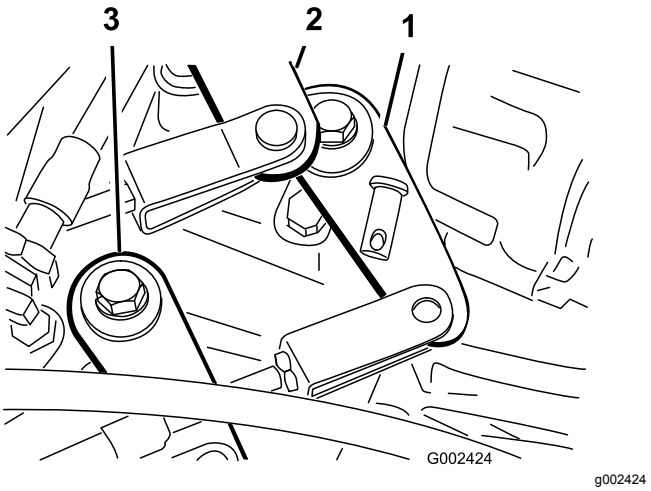

Figuur 53
2. Verwijder de gaffelpennen waarmee de kabels van het schakelmechanisme zijn bevestigd aan de schakelarmen van de transaxle (Figuur 53).
1. Verwijder de gaffelpen waarmee de kabel van het 'hoog naar laag'-mechanisme is bevestigd aan de transaxle (Figuur 53).